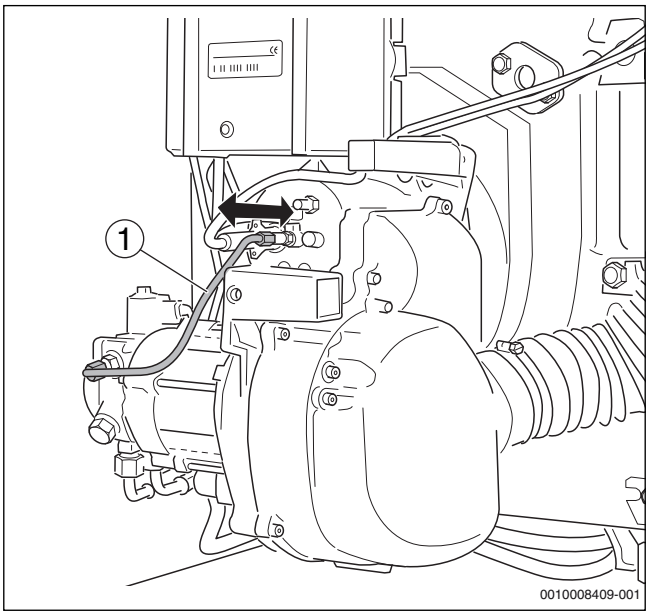

Fig. 39 Vérifier la bonne assise du système de mélange
▶ Retirer le tuyau d'arrivée du fioul (→ fig. 39, [1]) d'env. 5 mm.